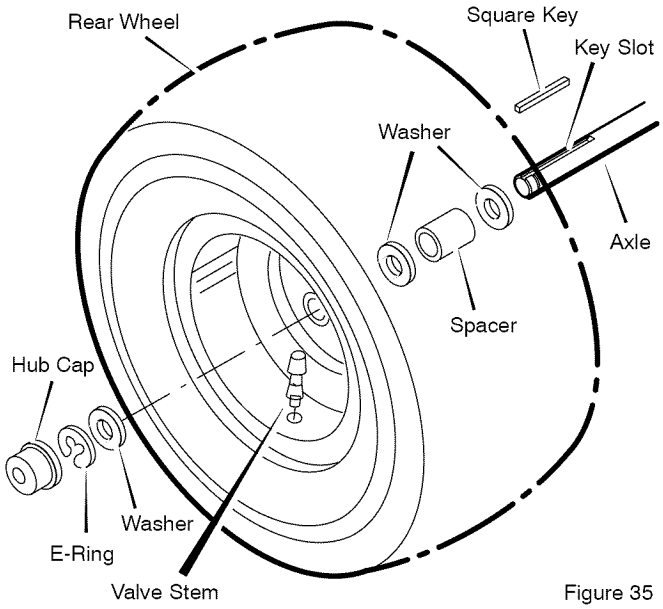

Figure 35
1. Install the **washers** and **spacer** onto the **axle** as shown in Figure 35.
2. Mount the **square key** in the **key slot** (See Figure 35).